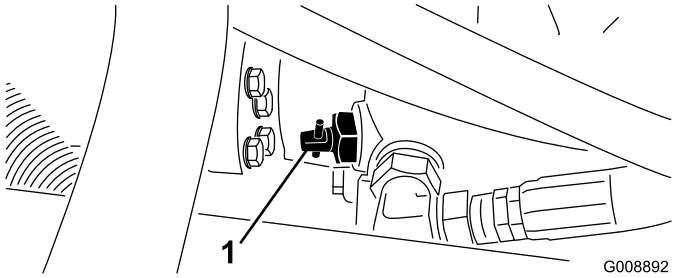

Figur 26
1. Lokalisera överströmningsventilen på pumpen (Figur 26) och vrid den 90°.